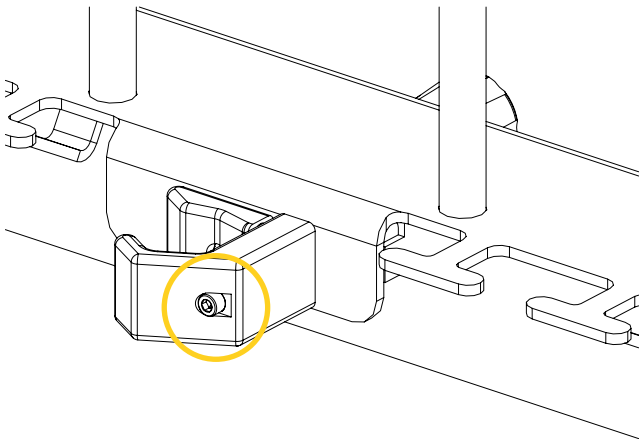

Figure 23: Unlocking the Pump Carrier – 254 from the IV stand
1. Loosen the lock screw located at the back of the Pump Carrier – 254, using a $^{3}/_{16}$ in. hex key (Figure 23).